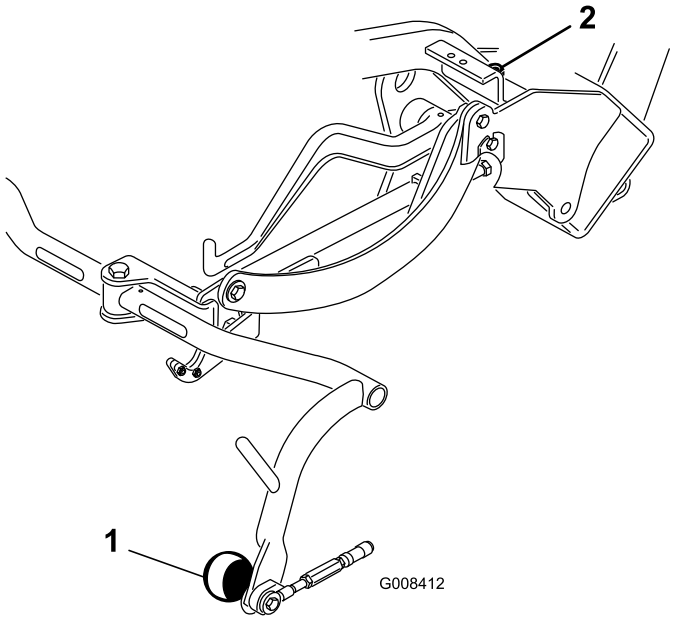

Figur 9
3. Lossa på kontramuttern på bärramsstoppskruven (Figur 9) om det krävs en justering, och rotera skruven uppåt eller nedåt för att höja eller sänka bärramen. Dra åt kontramuttern efter justeringen.